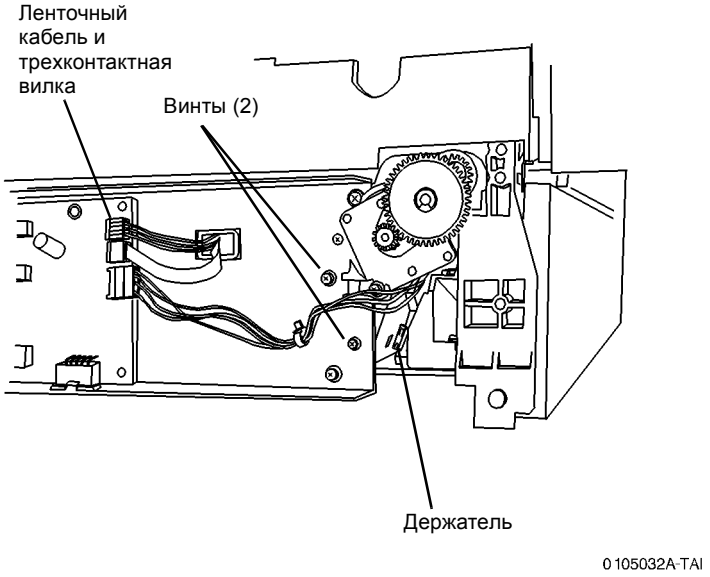

Рисунок 1 Отсоедините узел подачи
4. Отсоедините узел подачи (Рисунок 1).
b. Отверните винты (2).